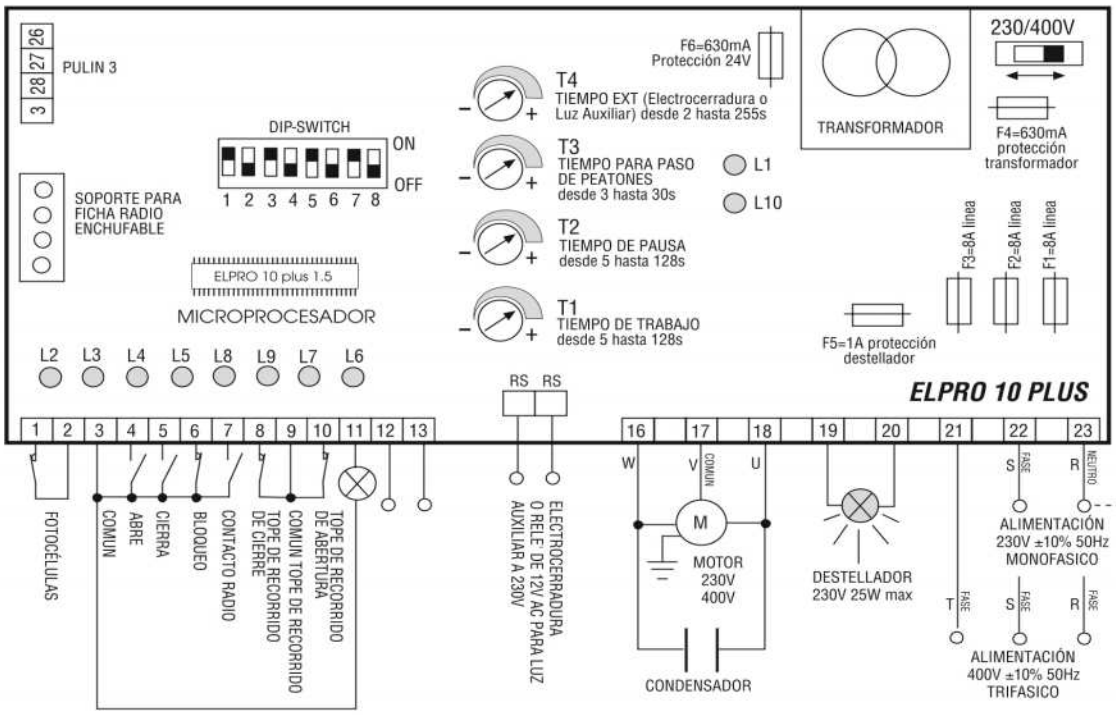

FIG. 7
- Los programadores electrónicos ELPRO 10 PLUS (fig. 7) y ELPRO 14 PLUS (**sólo** para accionamiento simultáneo de 2 hojas al mismo tiempo) están predispuestos para todas las funciones de lógica programada automática y semiautomática, relé de línea y diagnóstico luminoso incorporado.